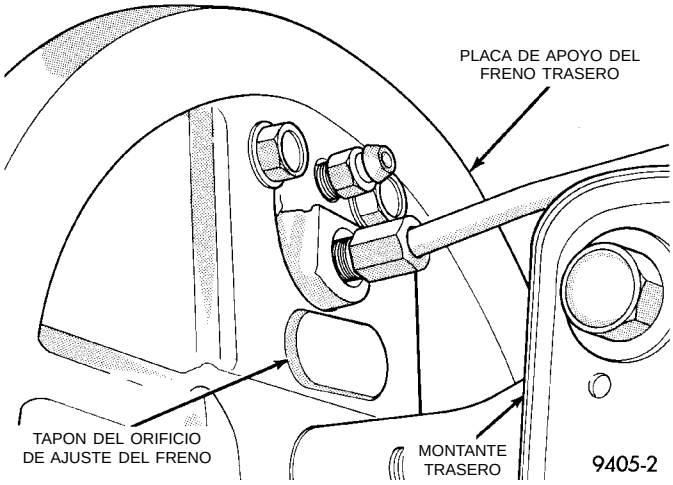

Fig. 184 Tapón del orificio de ajuste del freno trasero
(1) Eleve el vehículo de manera que todas las ruedas puedan girar libremente. Consulte Recomendaciones de elevación, en la sección Lubricación y mantenimiento en la primera parte de este manual de servicio.
(2) Retire el tapón de goma del orificio de ajuste del freno trasero (Fig. 184) de la placa de apoyo de la zapata de freno trasero.
(6) Repita el ajuste anterior en la otra rueda trasera. Instale los tapones de goma del orificio de ajuste (Fig. 184) en los soportes de frenos traseros.
(7) Aplique y desenganche la palanca del freno de estacionamiento una vez **después** del ajuste del freno de rueda.